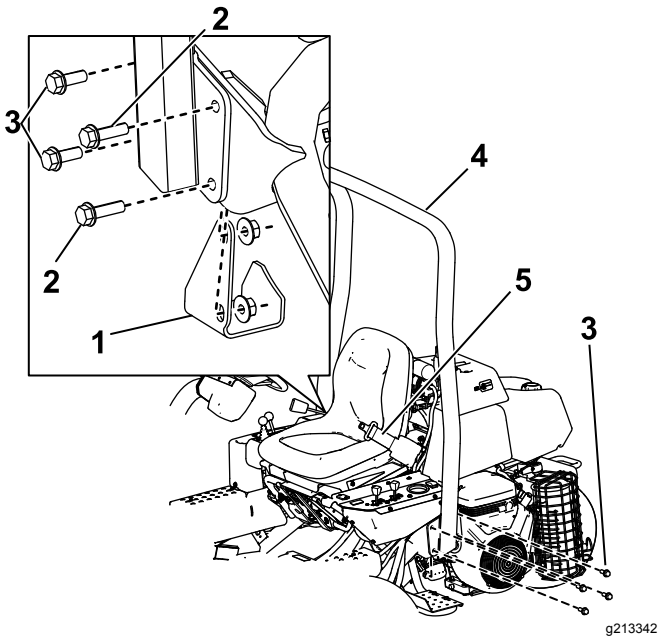

Figur 6
2. Sänk ned störtbågen (Figur 6) till monteringsfästena och passa in monteringshålen.
3. Sätt fast den vänstra sidan av störtbågen på monteringsfästet med fyra skruvar (½ x 1 ½ tum) och låsmuttrar (Figur 6).
monteringsfästet med två skruvar (½ x 1 ½ tum), två skruvar (½ x 1 ¾ tum) och låsmuttrar i enlighet med Figur 6.